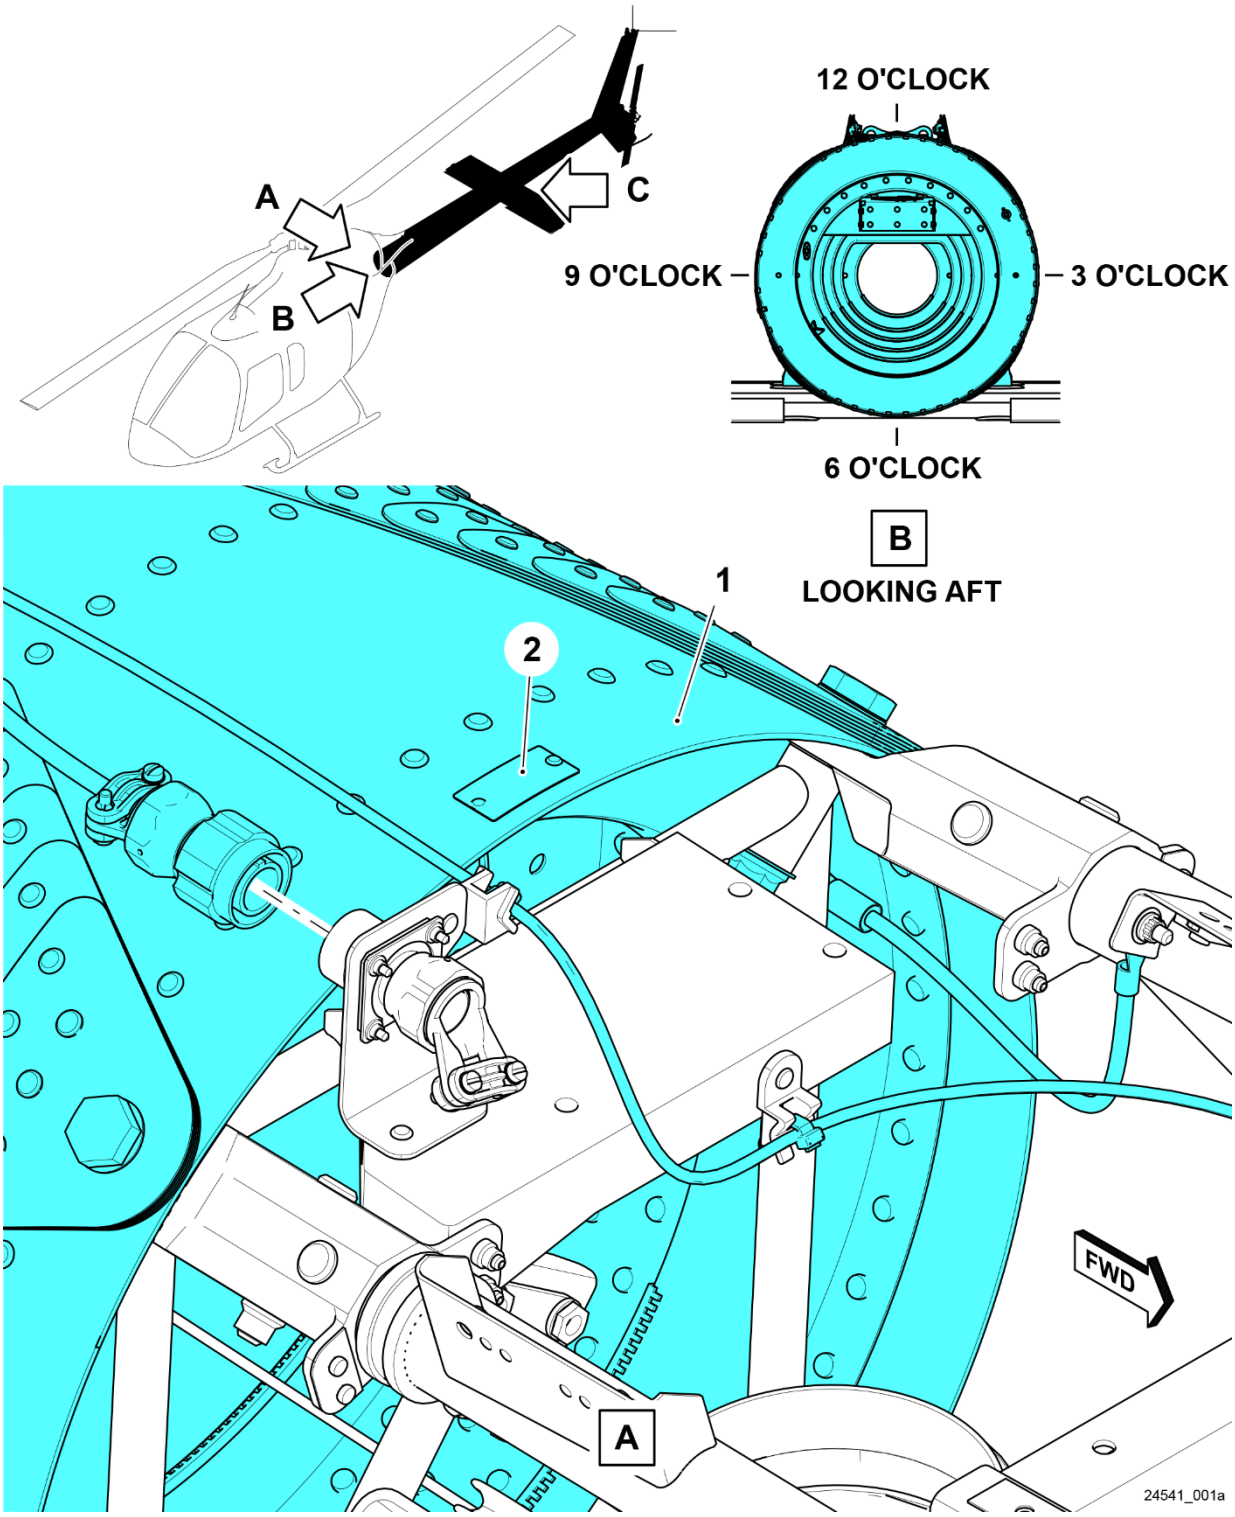

Figure 1 – Location of Tailcone Assembly Identification Plate
3. Verify serial number of the installed tailcone assembly (1, Figure 1, View A) marked on the identification plate (2).
a. If the tailcone assembly (1) serial number identified **is** listed in **Table 1**, go to step 4.
b. If the tailcone assembly (1) serial number identified **is not** listed in **Table 1**, go to step 14.
b. If gaps greater than 0.003 inch (0.076 mm) up to the shank of the fasteners are found, note the locations and amount of the gap. While looking aft, use the 12 o'clock position at the top of the tailcone assembly, as a reference point, to identify gap locations (Figure 1, View B). Go to step 6.c.
b. If the tailcone assembly (1) serial number identified **is not** listed in **Table 1**, go to step 11.